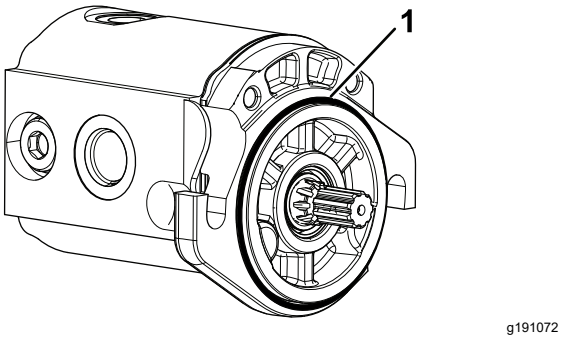

Figure 6
5. Placez le joint torique sur le moteur de cylindre (Figure 6).